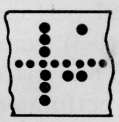

FIGURE 77. Thin Space inserted with Spaceband
2. Add a Thin space after the first spaceband (see Figure 77) and after each spaceband thereafter as the remainder of the line is repunched.